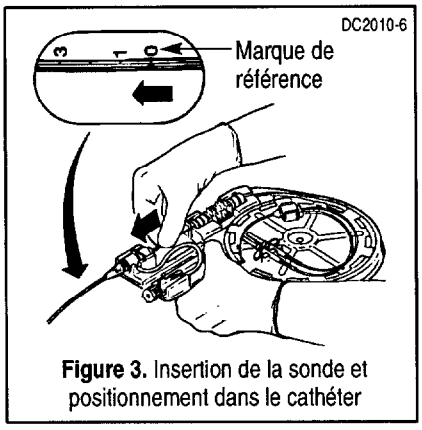

Figure 3. Insertion de la sonde et positionnement dans le cathéter
4. Avancer la sonde jusqu'à ce que sa marque de profondeur (bande noire) soit au niveau du zéro sur le prolongateur transparent de la lumière VD (Figure 3). En raison des tolérances de fabrication, l'extrémité de la sonde est donc entre l'orifice VD et 2 cm en amont de l'orifice. La sonde est prête à être avancée dans le VD.